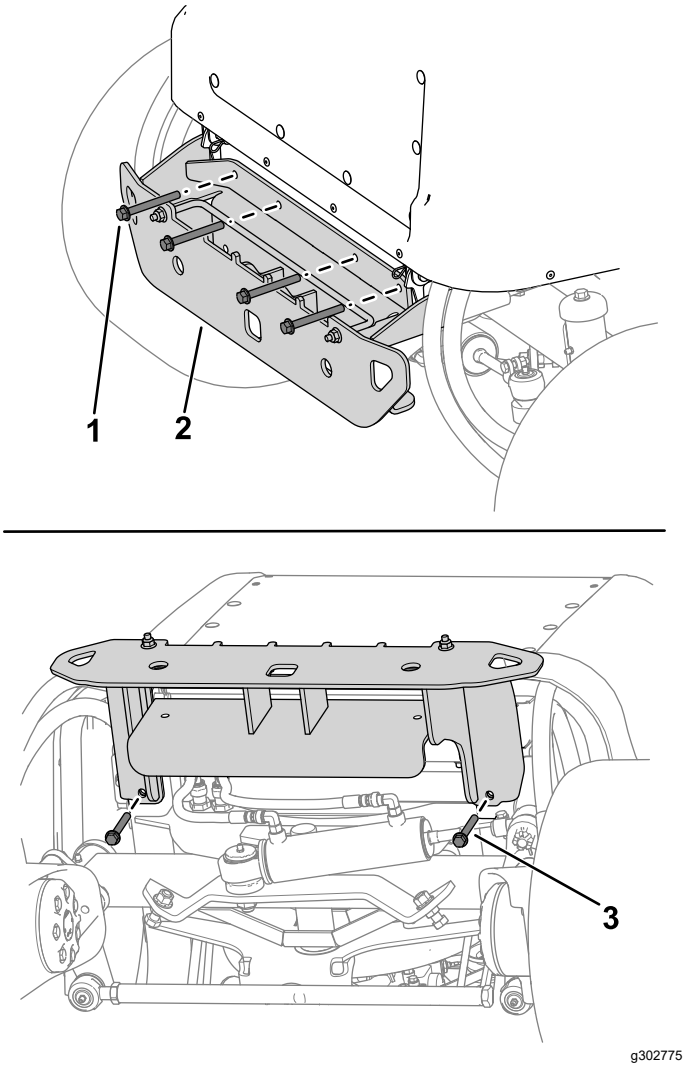

**Figura 16**
2. Utilizzate 4 bulloni (⅜" x 3¼") e 4 dadi (⅜") per fissare senza serrare la zona superiore del paraurti al telaio della macchina, come mostrato nella Figura 16.
3. Utilizzate 2 bulloni (⅜" x 2¾") e 2 dadi (⅜") per fissare senza serrare il paraurti sotto al telaio della macchina come mostrato nella Figura 16.